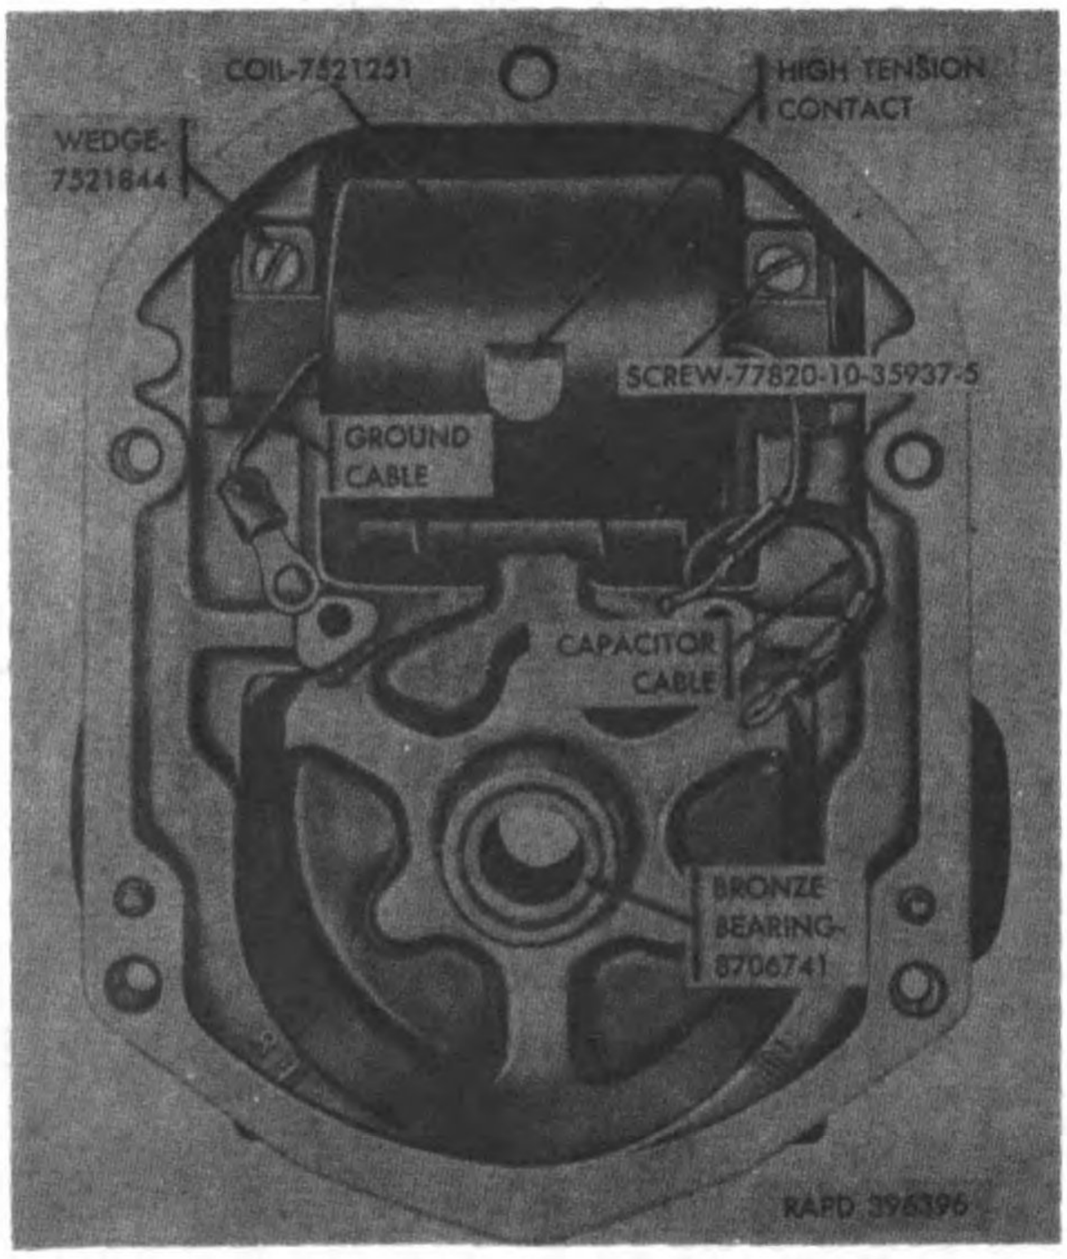

Figure 20. Correct position of coil.
a. Position coil (M, figs. 7 and 8) in housing (G, figs. 7 and 8) with the rounded end of the high tension contact (fig. 20) pointing towards the bushing-type bearing (QQ, figs. 7 and 8). Bring the capacitor cable out between the coil and bushing-type bearing.
b. Make sure the coil is seated squarely on the housing pole shoes and secure with wedges (N) and fillister-head screws (P).